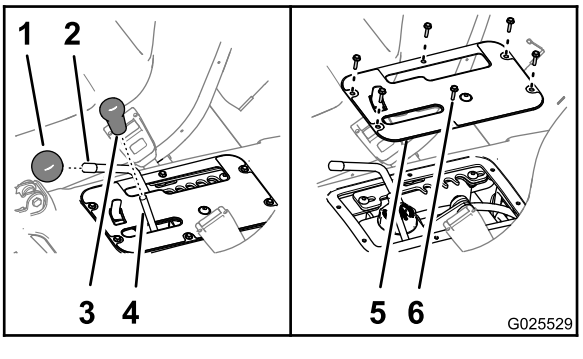

**Figur 60**
1. Fjern knottene fra den hydrauliske løftespaken og hastighetsspaken (Figur 60).
2. Fjern de seks sekskantede skivehodeskruene (nr. 10 x ¾ tomme) som fester dekselplaten for kontroll til setebasen, og fjern dekkplaten (Figur 60).
6. Plasser hullene i dekselplaten på linje med hullene i setebasen (Figur 60).
7. Fest platen til basen de seks sekskantede skivehodeskruene (Figur 60) som du fjernet i trinn av 2.
8. Skru knottene på stengene for den hydrauliske løftespaken og hastighetsspaken (Figur 60).
2. Fjern knottene fra den hydrauliske løftespaken og hastighetsspaken (Figur 60).
3. Fjern de seks sekskantede skivehodeskruene (nr. 10 x ¾ tomme) som fester dekselplaten for kontroll til setebasen, og fjern dekkplaten (Figur 60).
9. Plasser hullene i dekselplaten på linje med hullene i setebasen (Figur 60).
10. Fest platen til basen de seks sekskantede skivehodeskruene (Figur 60) som du fjernet i trinn av 3.
11. Skru knottene på stengene for den hydrauliske løftespaken og hastighetsspaken (Figur 60).